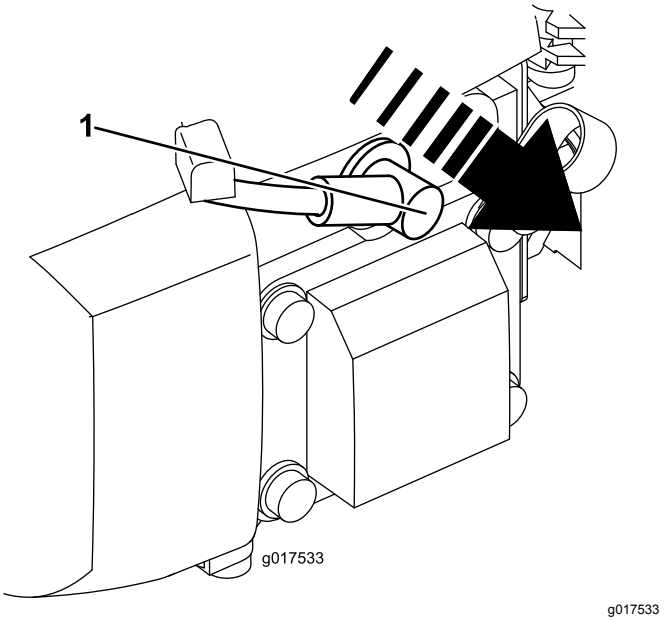

Figuur 17
2. Trek de bougiekabel los van de bougie (Figuur 17) voordat u onderhoudswerkzaamheden uitvoert.